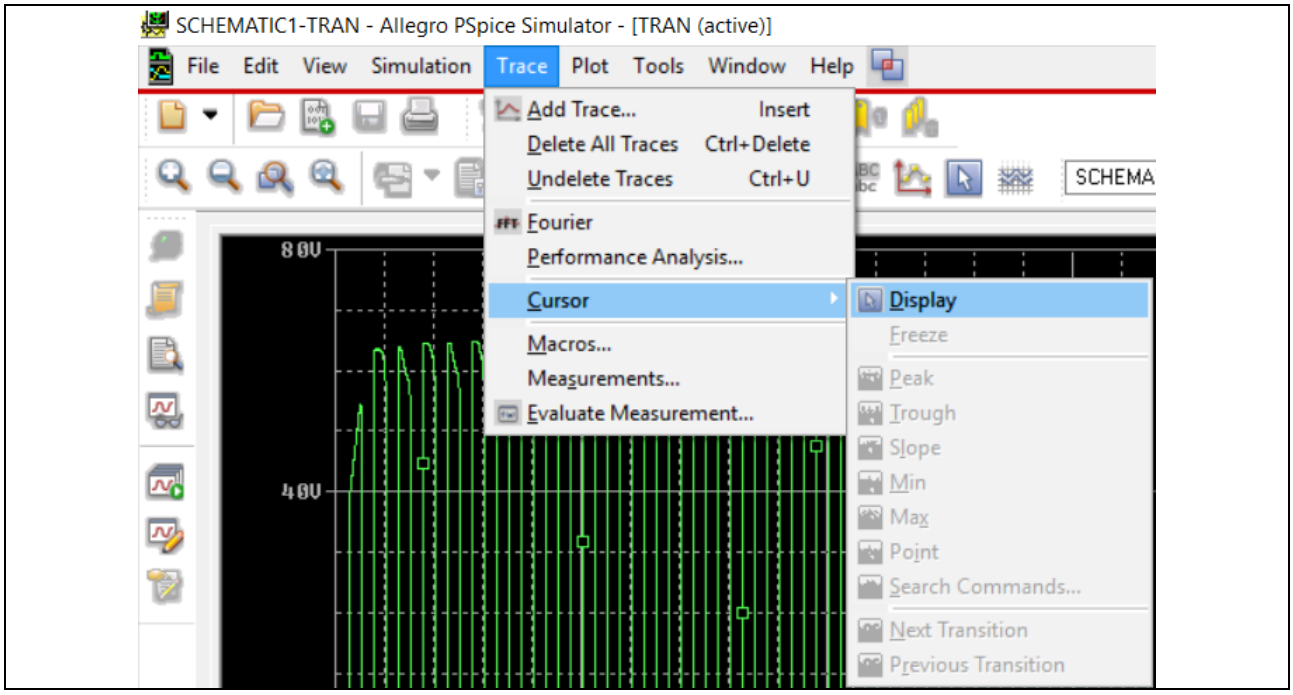

Figure 23 Add a cursor
- Cursors for signal value measurement can be added from the **Trace** menu→**Cursor→Display** or by left clicking the "Display Cursors" pictogram on the toolbox (Figure 23)